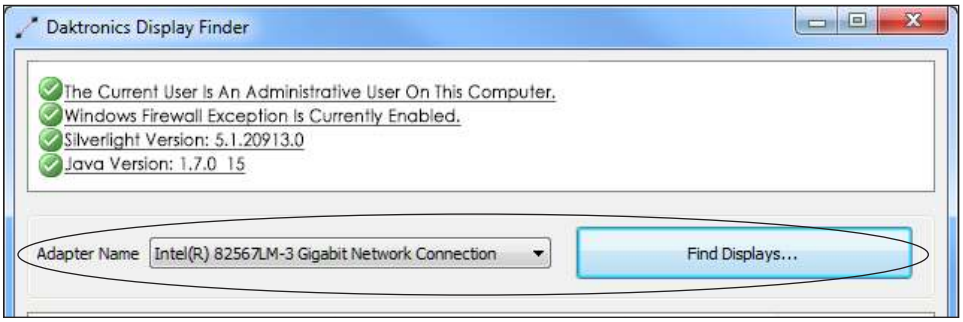

Figure 6: *Network Adapter Name Selection*
1. Select the correct network adapter used to communicate with the device from the **Adapter Name** drop-down list. Refer to **Figure 6**.